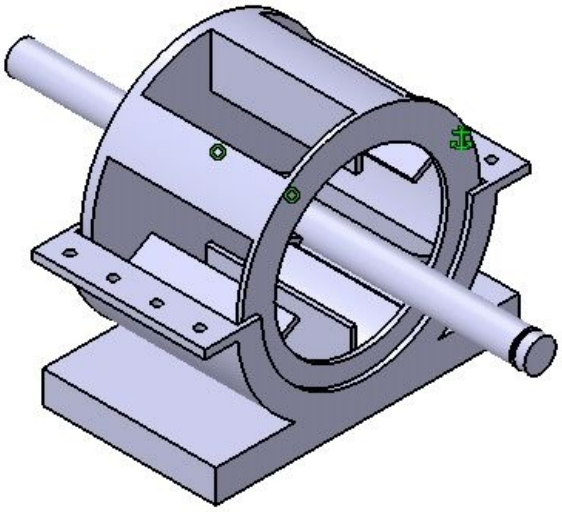

Figure 12-73 *Motor Shaft inserted at its default location*
1. Insert the Motor Shaft into the assembly file. By default, it is placed in the middle of the existing assembly, as shown in Figure 12-73. You need to move it out of the assembly to get a better view of the shaft.